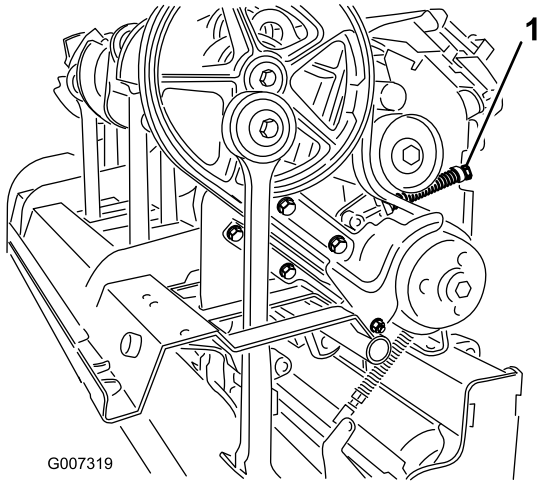

Figura 37
4. Para liberar la tensión del muelle tensor, afloje la contratuerca que sujeta el retenedor del muelle (Figura 37) y gire el retenedor del muelle.